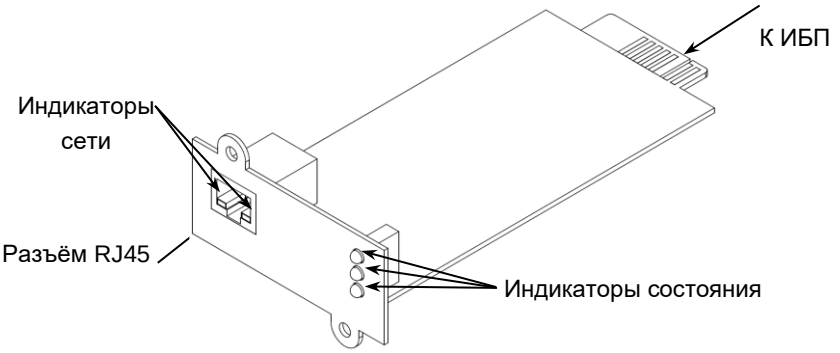

Рисунок 1 — Общий вид изделия
- подключите кабель локальной сети к разъему сетевого подключения RJ45 на лицевой панели модуля (сетевой кабель в комплект поставки не входит), если подключение к локальной сети выполнено успешно, загорится индикатор сети (см. рисунок 1);